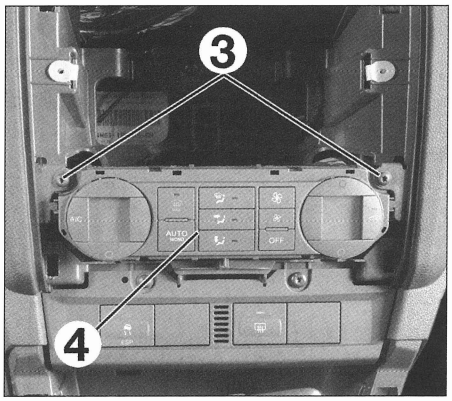

FIG. 7
- los tornillos (3) de la unidad de mando y desconectar ésta (desconectar los cables para la climatización manual) **(fig. 7).**
- la unidad de mando (4).